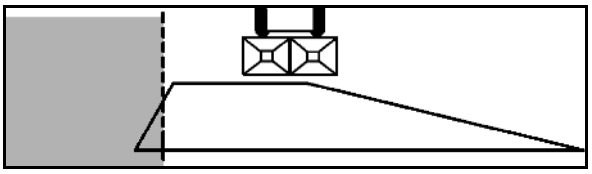

図 72
1. このためにクランプレバー (図 72/1) を解除します。